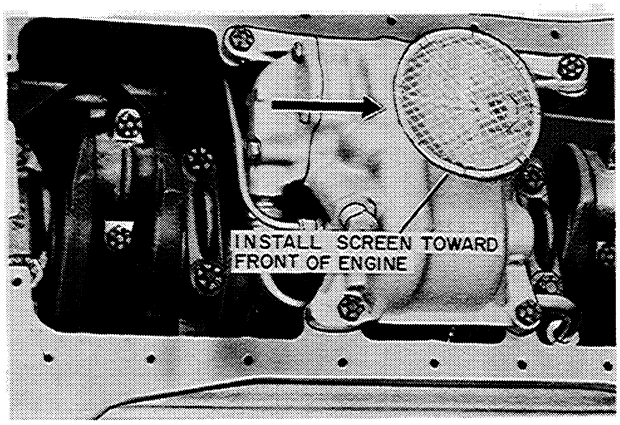

Figure MM-32
10. Install the oil pump intake screen on the bottom side of the housing and position the screen toward the front of the engine, Figure MM-32.